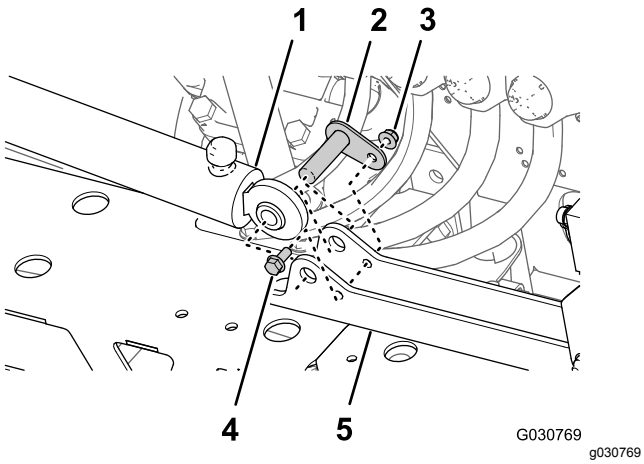

Figur 94
1. Rikta in den fasta änden av den lyftcylinder som du tog bort i steg 4 i Ta bort lyftcylindern (sida 28) mot 16 mm-hålet i cylinderfästet (Figur 94).
2. Montera cylindern på cylinderfästet med svängtappen, flänsskruven och flänsmuttern (Figur 94).